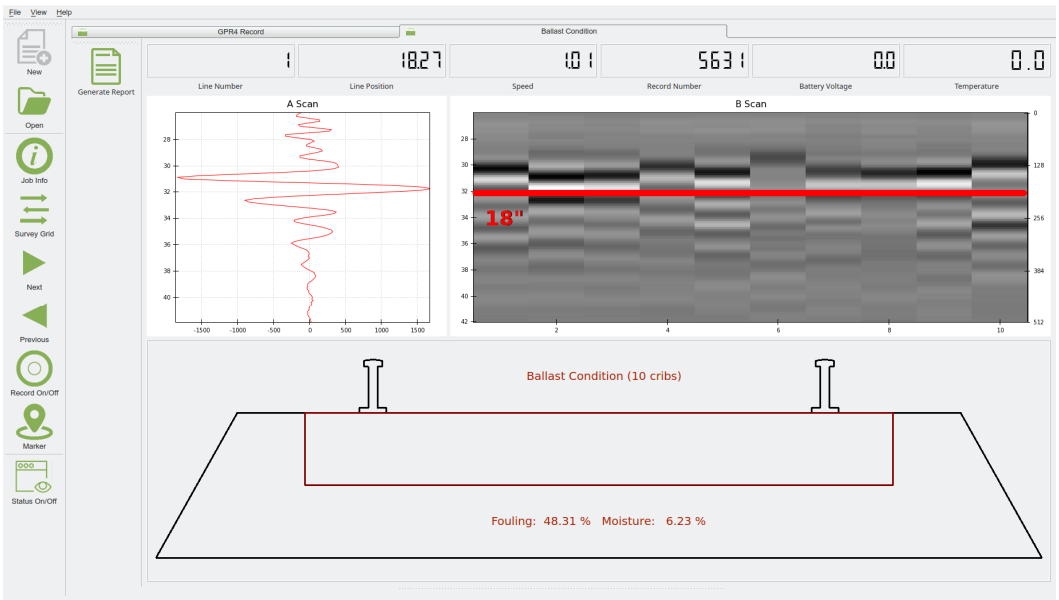

Figure 6. Ballast condition results displayed after taking 10 shots.
9. Move the RABIT to the first tie so that the tie is midway between the two white antennas. Press the press the marker icon. Wait 10 seconds, and then advance the RABIT to the next tie and then press the marker icon. Repeat this process until 10 shots have been taken over 10 different ties. After the 10th shot has been taken, the display will update with the results of the scan (see Figure 6).